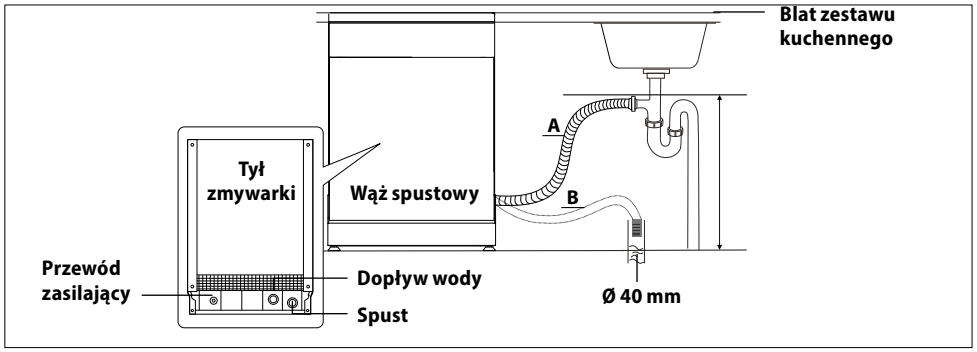

Rys.18
5. Podłącz węża spustowego (odpływowego), jak pokazano na Rys. 18.
Węża spustowego (odpływowego) należy podłączyć do rury odpływowej o minimalnej średnicy 40 mm (Rys. 18). Upewnij się, że wąż spustowy (odpływowy) nie jest w żadnym miejscu zgięty lub zaciśnięty, aby uniknąć pogorszenia lub zatrzymania odpływu wody. Wysokość rury odpływowej może być maksymalnie 1 000 mm (Rys. 18) i wąż spustowy (odpływowy) nie może być zanurzony w wodzie.